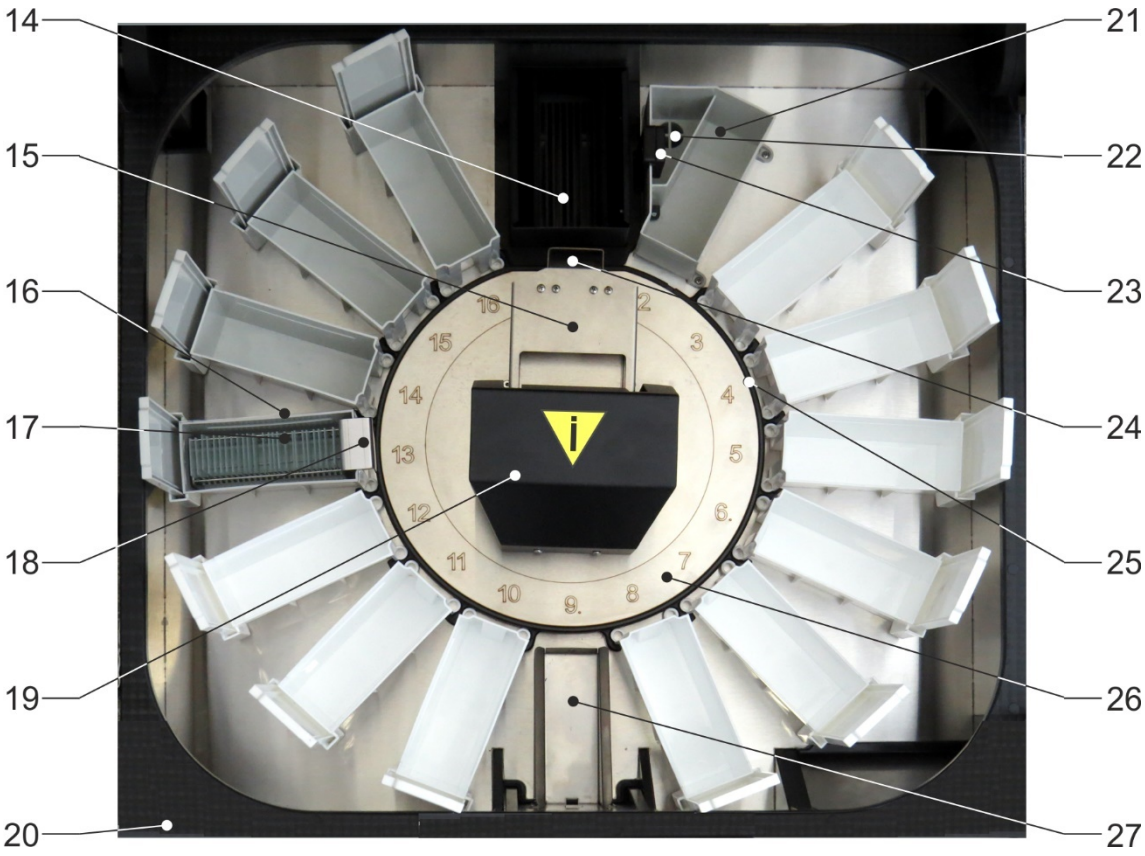
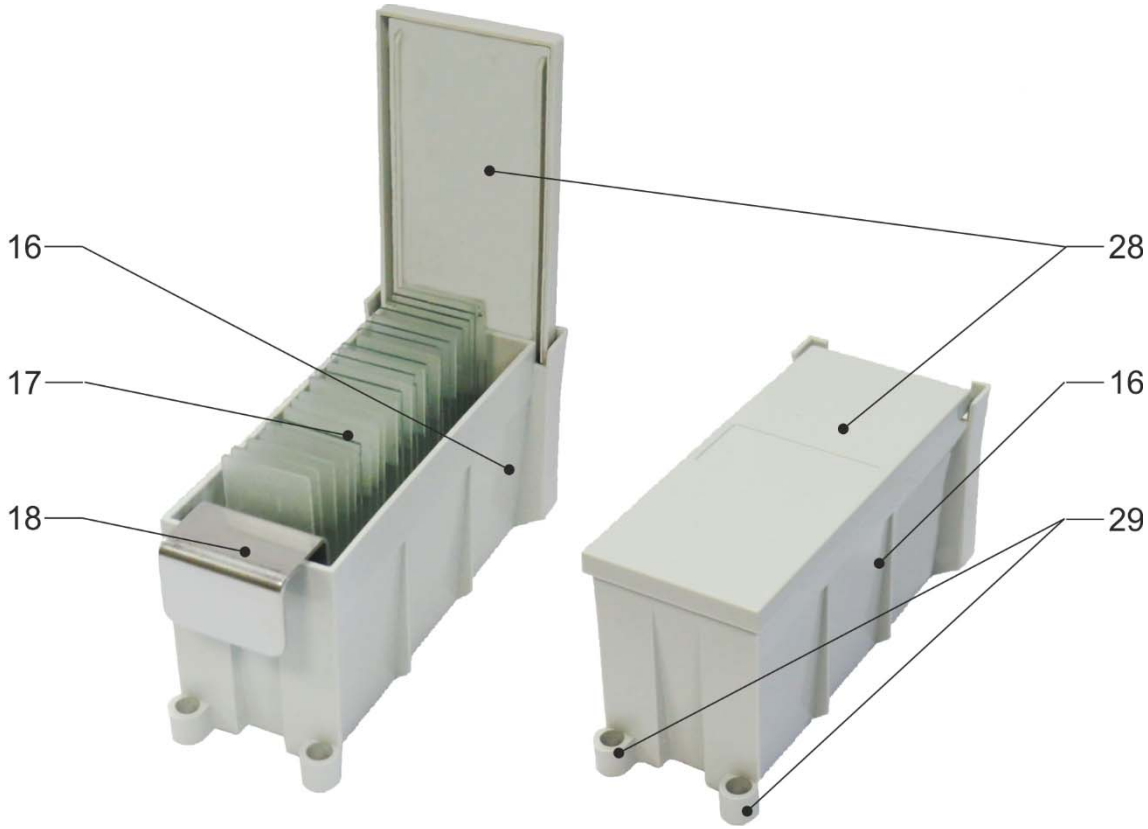

Figure 4. Top view of the Stainer, working chamber of the technological unit.
Figure 6. Accessories for the Stainer.
FORBIDDEN TO RAISE AND CARRY THE DEVICE, HOLDING IT BY THE UPPER PANEL (20) (📖 Fig.4, Fig. 6).
FORBIDDEN TO RAISE AND CARRY THE DEVICE, HOLDING IT BY THE UPPER PANEL (20) (🕮 Fig.4).